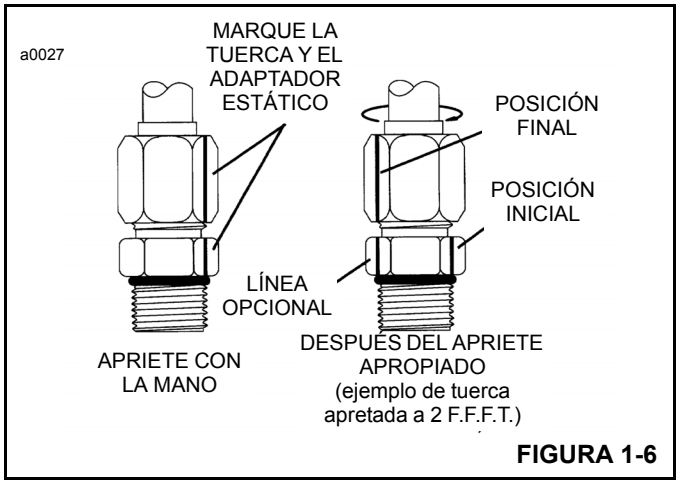

FIGURA 1-6
6. Opcional para el apriete futuro de la misma conexión). Extienda la línea desde la tuerca en su nueva ubicación hasta la parte hexagonal del adaptador estático o la lumbrera (Figura 1-6).